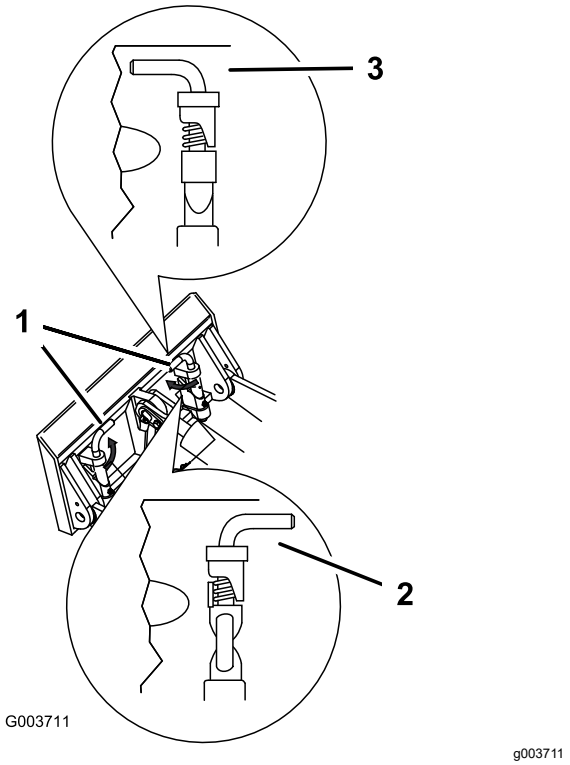

Figuur 10
7. Zet de snelkoppelingspennen vast en zorg ervoor dat deze volledig in de bevestigingsplaten zitten (Figuur 10).